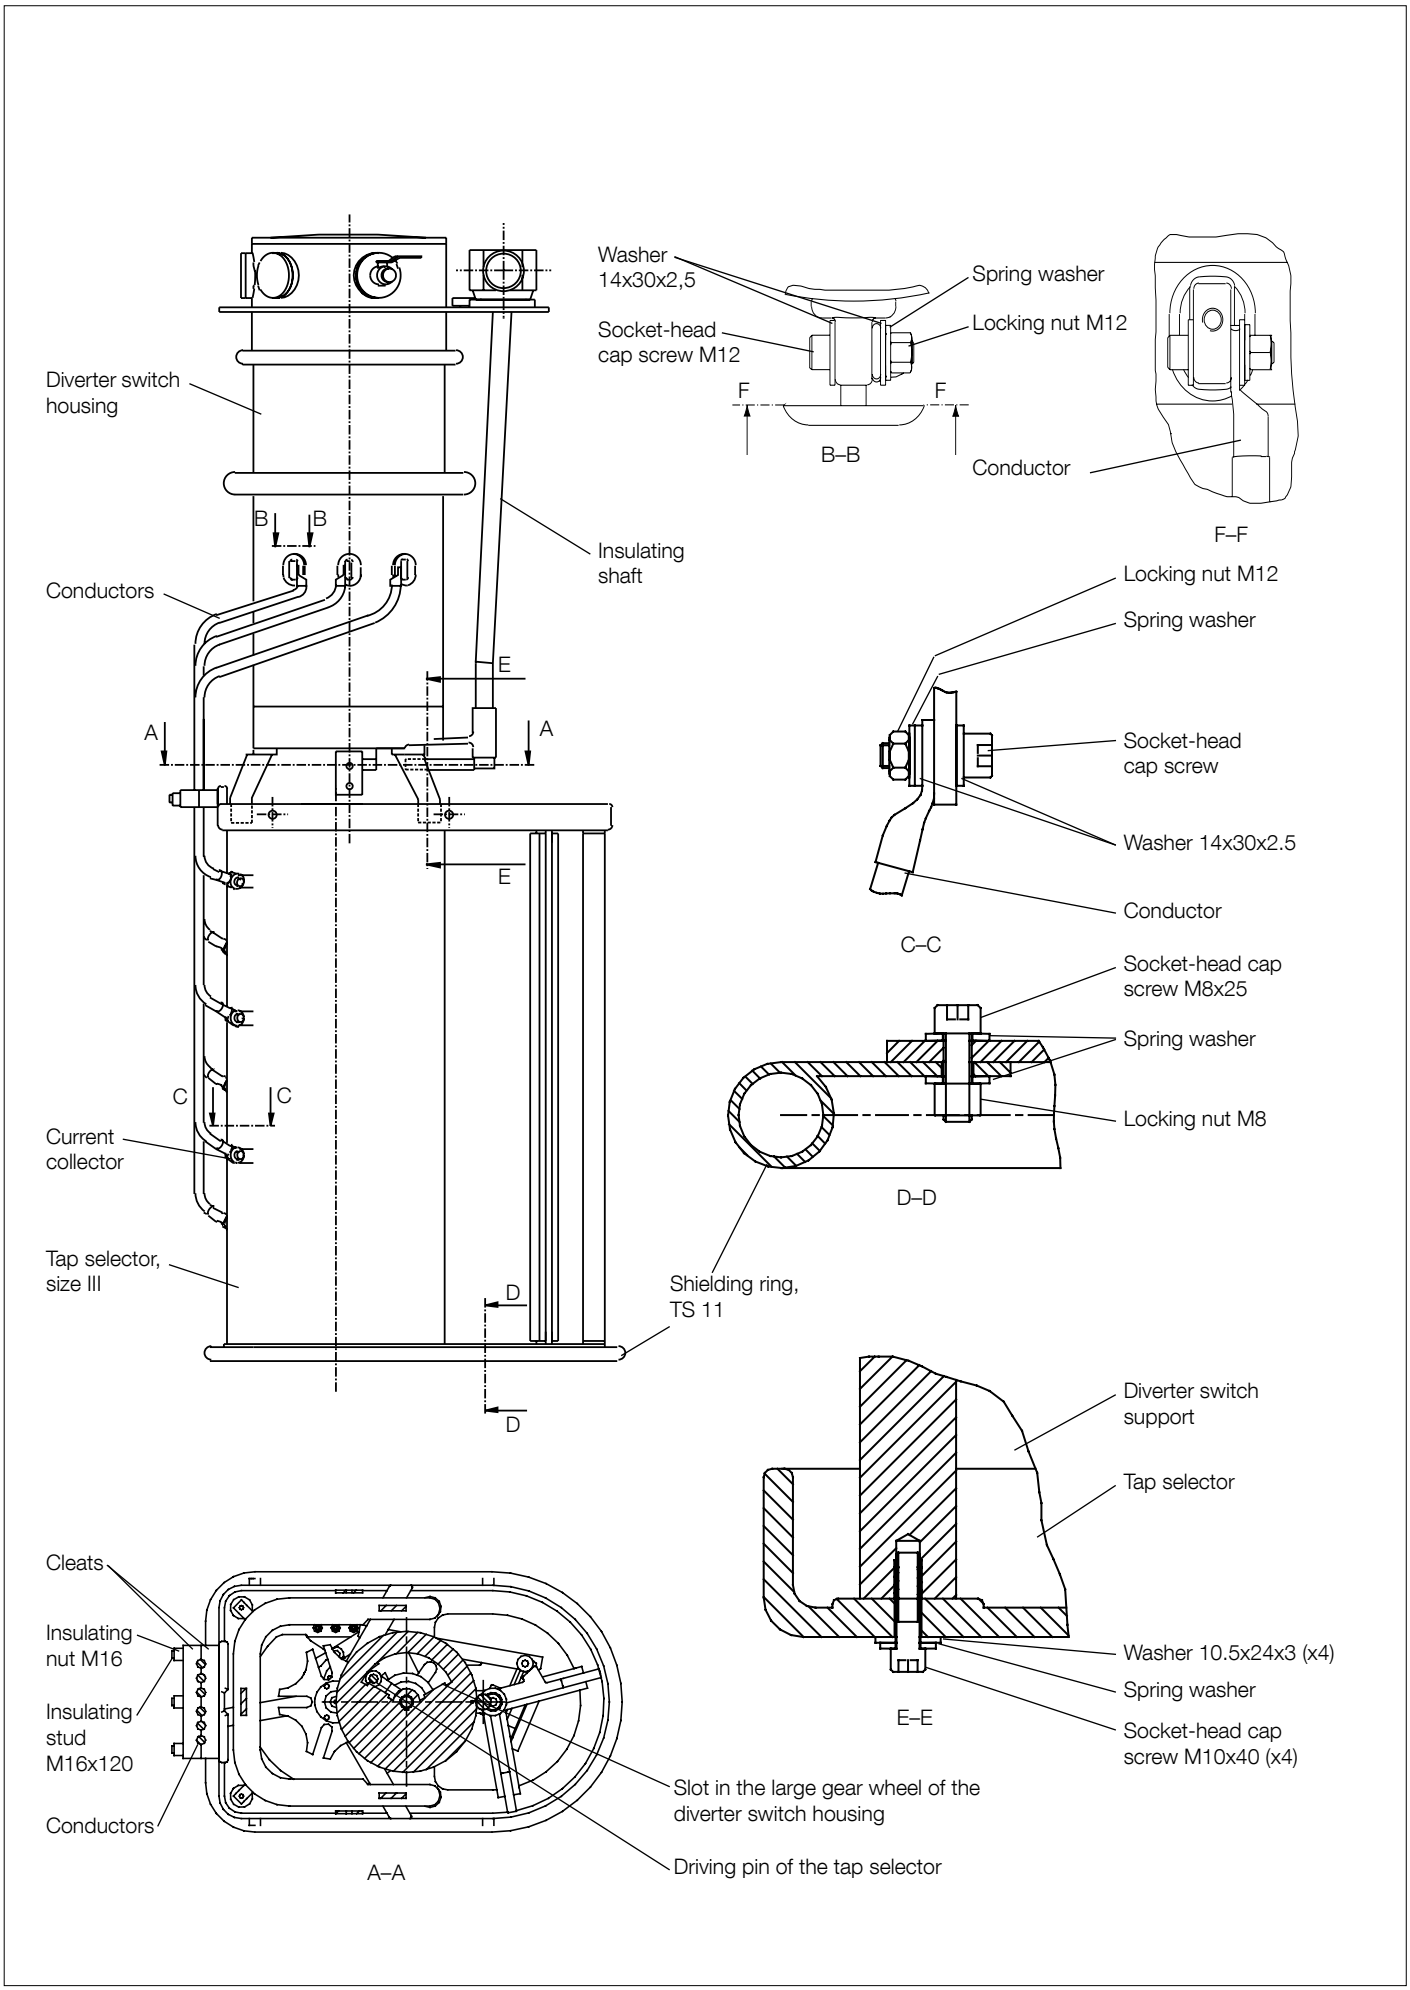

Fig. 14. Diverter switch UCG/VUCG, and tap selector III or F.
7. Lift the diverter switch housing into position and fit the tap selector to the diverter switch housing; see Fig. 14. The tap selector drive pin must fit into the large gear wheel slot; see view A-A.
8. Insert four M10x40 screws and washers through the tap selector upper part to the four supports of the diverter switch housing. Tighten the screws; see view E-E, Fig. 14.